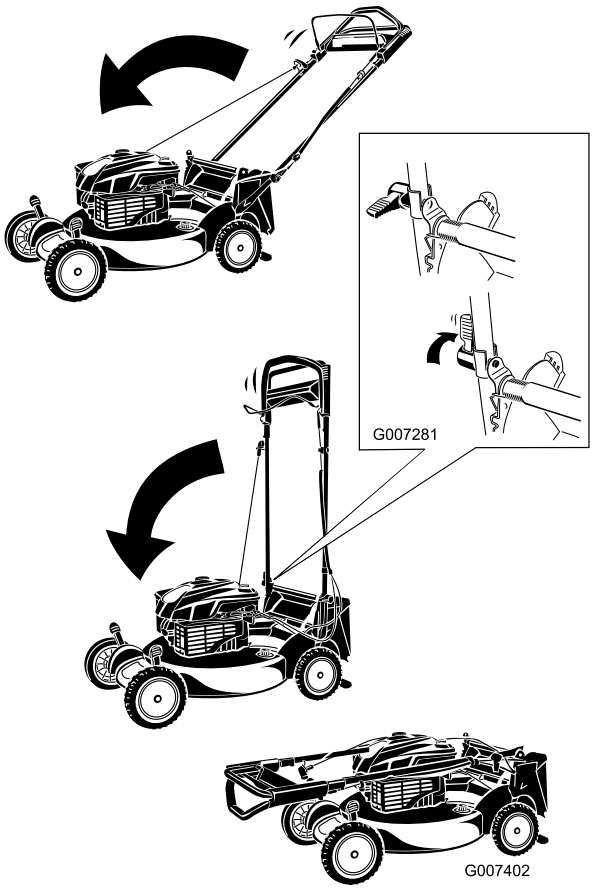

Figur 40
1. Drej håndtaget fremad (Figur 40).